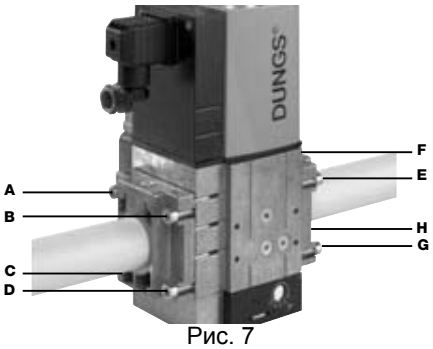

Рис. 7
2. установить устройство MBC....SE и уделить особое внимание прокладкам O-Ring (Рис. 7)